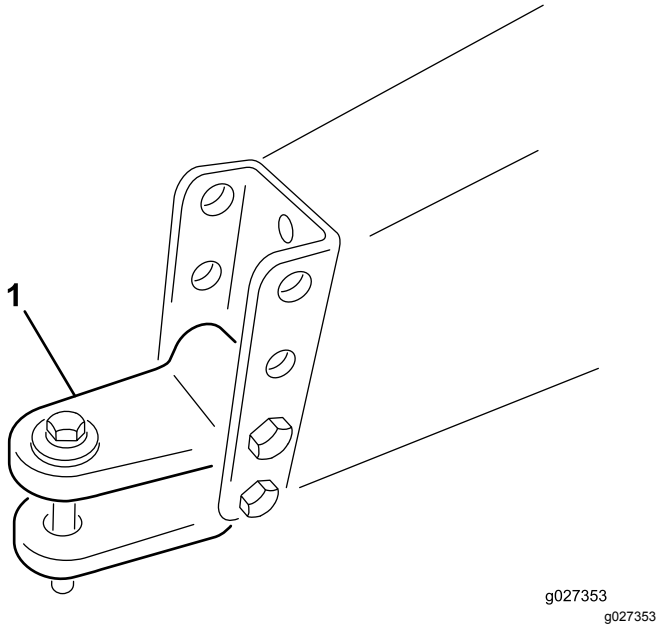

**Bild 6**
A. Entfernen Sie die Schrauben und Sicherungsmuttern, mit denen der Gabelkopf der Anbauvorrichtung (Bild 6) am Maschinenrahmen befestigt ist.